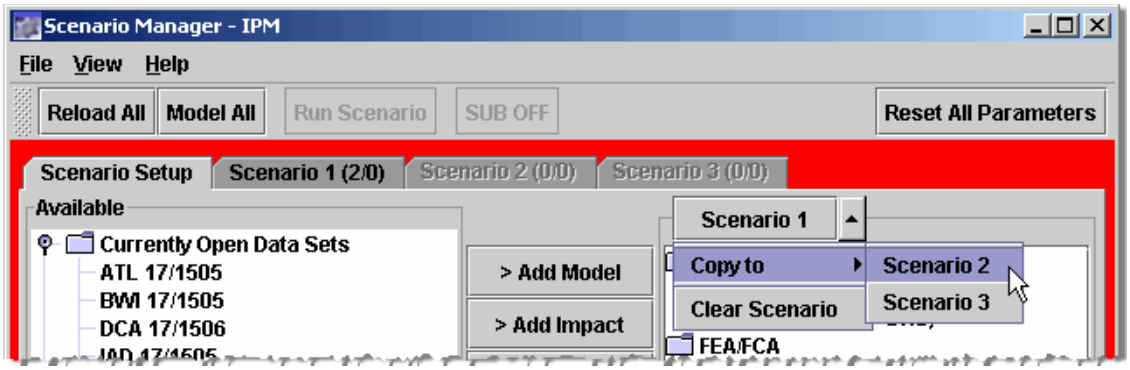

Figure 10 - 4 : Copy To Functionality
12. If you want to re-use an element in another scenario (for example, BWI and DCA are used in Scenario 1 and Scenario 2). Select the down arrow next to the Scenario label and select **Copy to > Scenario 2** (see Figure 10 - 4). This copies the list of elements and all parameters to Scenario 2.